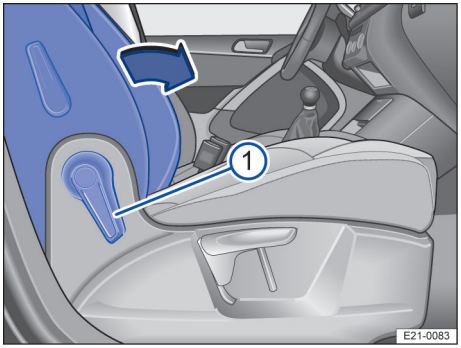

Fig. 62 Siège du passager avant : basculement du dossier vers l'avant
5. Tirez le levier → fig. 62 ① vers l'avant pour déverrouiller le dossier de siège du passager avant.
6. Basculez vers l'avant le dossier de siège du passager avant dans le sens de la flèche → fig. 62 et rabattez-le en position horizontale.